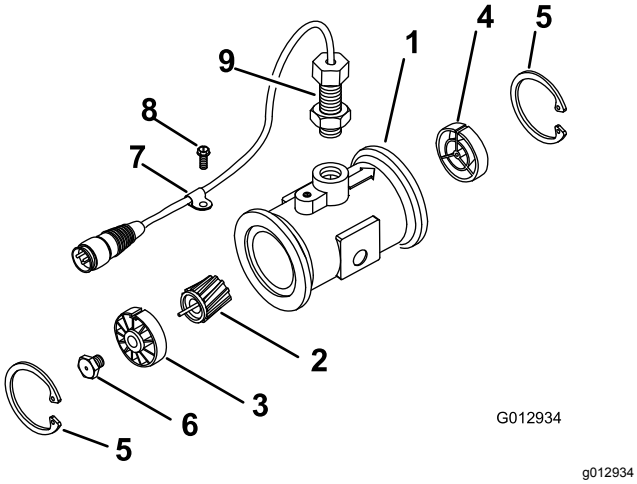

Figur 47
3. Fjern låseringen fra opstrømssiden (Figur 47).